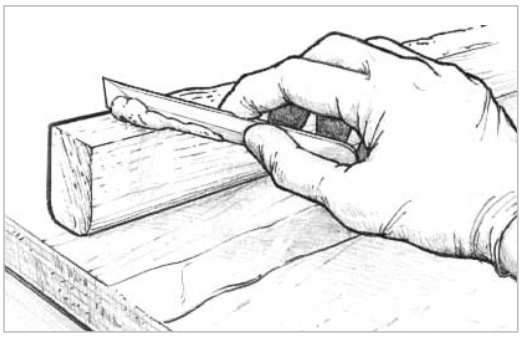

Figure 9-9 *Apply enough thickened epoxy to one of the bonding surfaces so that a small amount will squeeze out of the joint when clamped with moderate pressure.*
2. Apply thickened epoxy to one bonding surface. Modify the resin/hardener mixture by stirring in the appropriate filler until it becomes thick enough to bridge any gaps between the mating surfaces and to prevent "resin-starved" joints. Apply enough of the mixture to one of the surfaces so that a small amount will squeeze out when the surfaces are joined together with a force equivalent to a firm hand grip *(Figure 9-9)*.